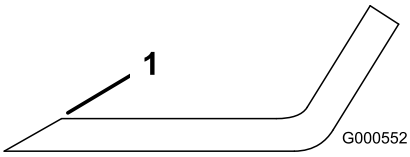
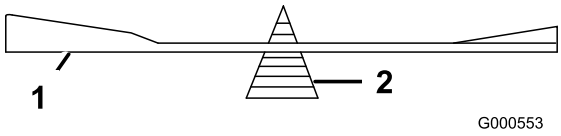

Figur 50
Figur 51
1. Anvend en fil til at slibe begge ender af skærekniven (Figur 50). Bevar den oprindelige vinkel. Skærekniven
2. Kontroller skæreknivens balance ved at placere den på en afbalanceringsenhed (Figur 51). Hvis skærekniven forbliver i en vandret position, er skærekniven afbalanceret og kan benyttes. Hvis skærekniven ikke er afbalanceret, skal der slibes lidt mere metal af enden af sejlområdet (Figur 50). Gentag denne procedure, indtil skærekniven er afbalanceret.